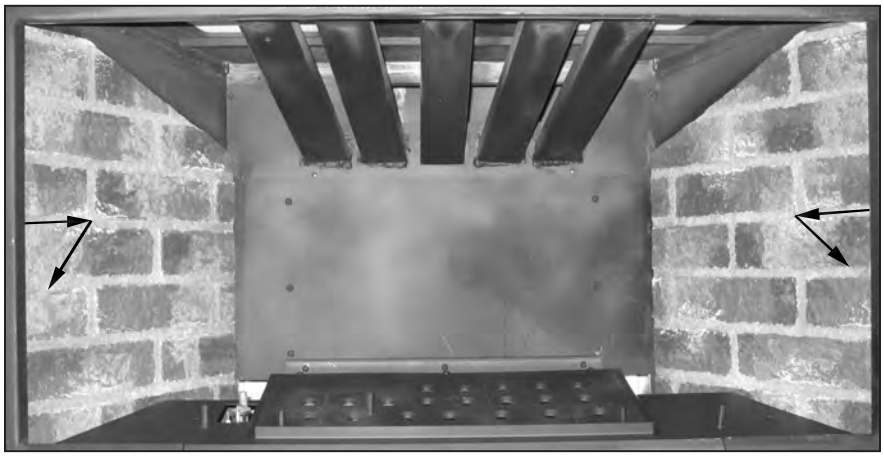

Figure 39: Brick Panel Installation.
8. Pull the panels out of the lips at the front of the firebox and carefully remove the panel from the unit (shown in Figure 39).